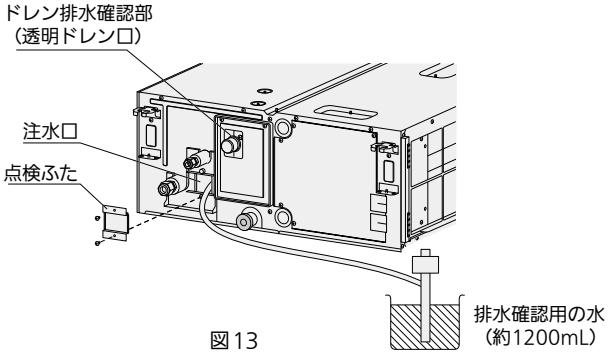

図13
- 図 13 の通り、注水口よりドレンパン内に排水確認用の水（約 1200mL）を少しずつ入れてください。